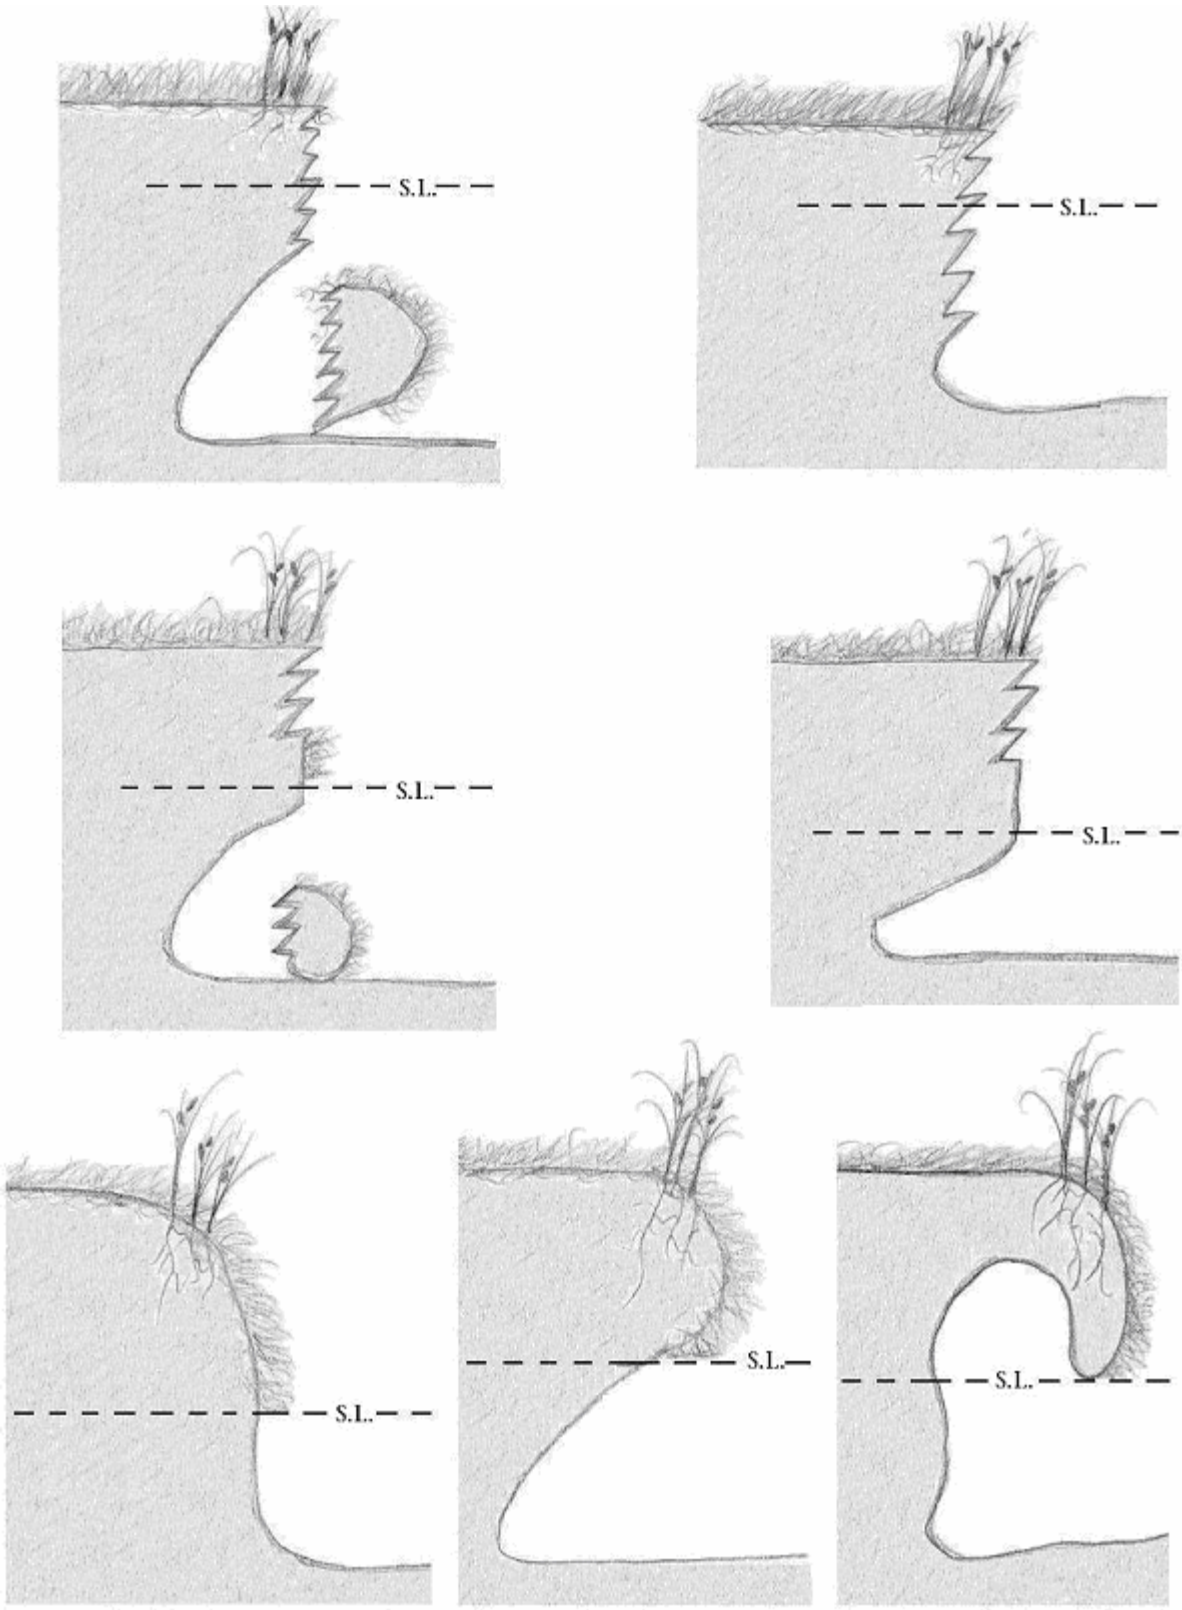

Figure 29. Examples of bank stability types described in section V in the classification key.
V. All other situations (Figure 29).